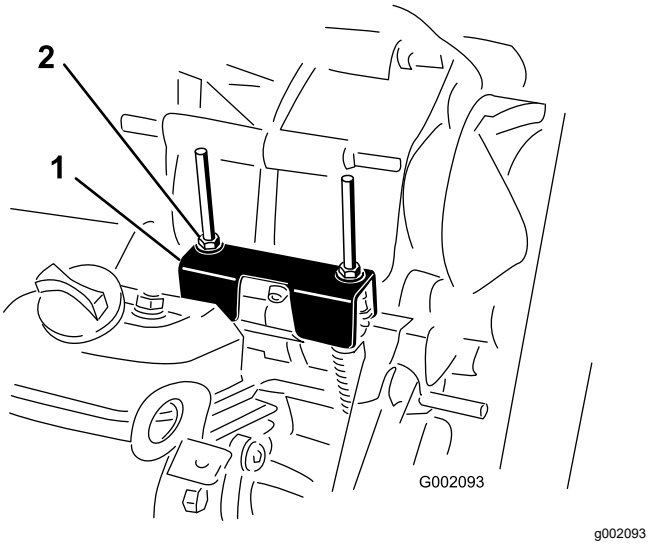

**Figur 58**
Når der udføres rutinemæssig vedligeholdelse og/eller motordiagnostik, skal transakslen sættes i NEUTRAL (Figur 58). Maskinen har en NEUTRAL position på skiftegrebet, som styrer den neutrale position i transakslen. Følgende skridt bør tages for at sikre, at det neutrale skiftegreb betjener den neutrale position i transakslen korrekt:
2. Sørg for, at den neutrale konsol er i positionen NEUTRAL (i niveau med kabelmonteringskonsollen under skiftkonsollen) ved at dreje den drevne kobling (Figur 58).
3. Drej en af låsemøtrikkerne (Figur 58) for at få en afstand på 0,762 til 1,524 mm mellem bunden af møtrikken/spændeskiven og den neutrale konsol.